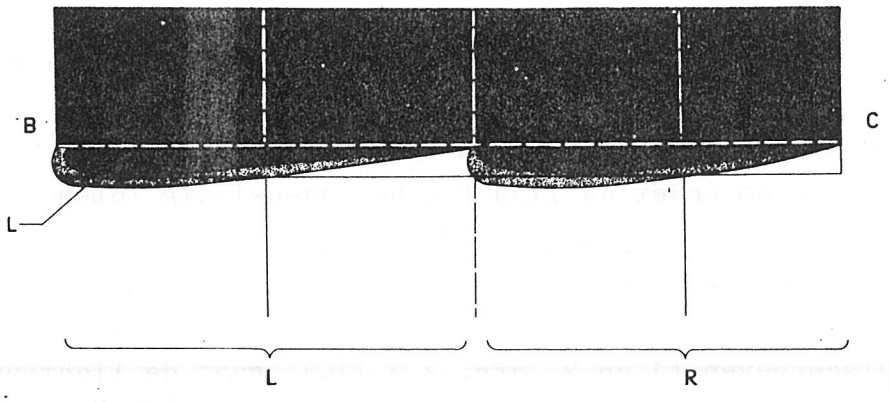

Afb. 2.9.12. Lichtschijnsel op het scherm
(7) Dek altijd de niet af te stellen koplamp af.
(8) De koplampen zijn goed afgesteld als op het scherm een beeld verschijnt volgens afb. 2.9.12.